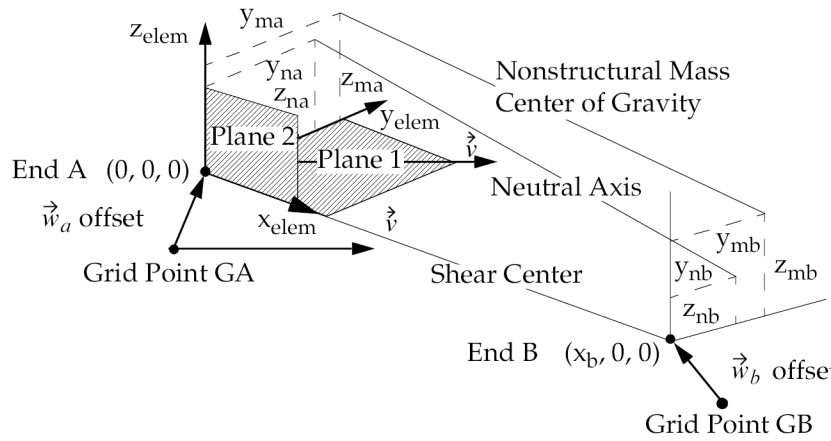

Figure 11-12. CBEAM Element Geometry System
PA, PB	Pin flags for beam ends A and B, respectively; used to remove connections between the grid point and selected degrees-of-freedom of the beam. The degrees-of-freedom are defined in the element's coordinate system and the pin flags are applied at the offset ends of the beam (see Figure 11-12). The beam must have stiffness associated with the PA and PB degrees-of-freedom to be released by the pin flags. For example, if PA = 4, the PBEAM entry must have a nonzero value for J, the torsional stiffness. (Up to five of the unique integers 1 through 6 with no embedded blanks.)
2. For an additional explanation of the beam element, see “CBEAM Element” in the *NX Nastran Element Library*. Figures 11-12 and 11-13 show CBEAM element geometry, forces and moments.